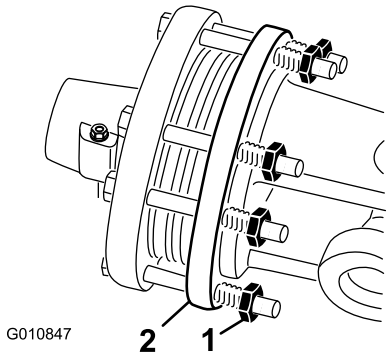

Figur 48
1. For hver sesongslutt skrur du hver av clutchmutterne to omdreininger tilbake (Figur 48).